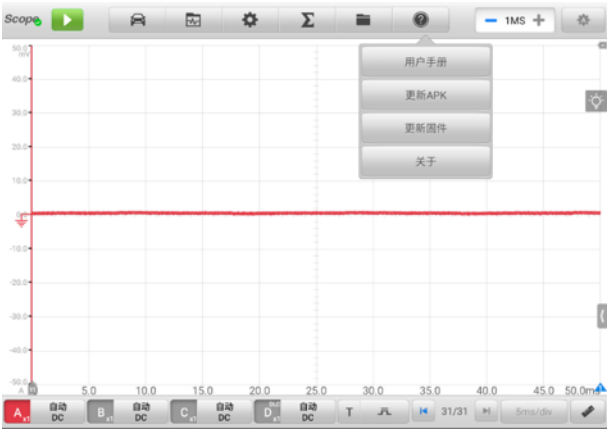

图 9-2 *“帮助界面”示图*
1. 点击屏幕顶部工具栏中的【**帮助**】按钮，打开一个下拉菜单（详见*图 9-2 “帮助界面”示图*）。点击下拉菜单中的【**更新固件**】选项。